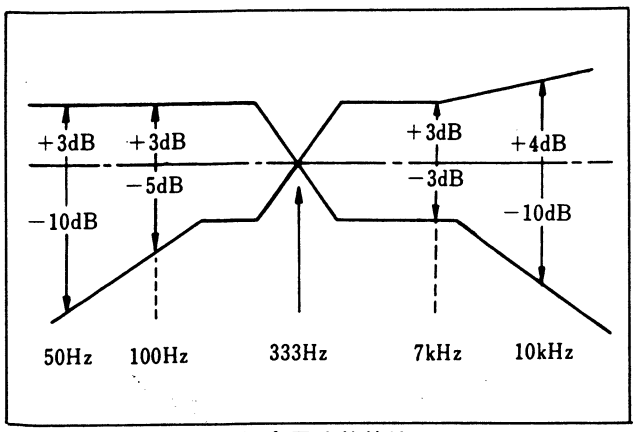

図5-44. 総合周波数特性チェック
5) 記録した部分を再生し，各出力レベルが規格内であることを確認する。(図5-44.参照)